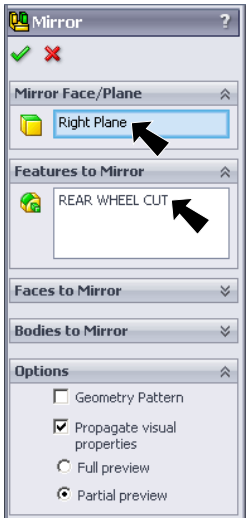
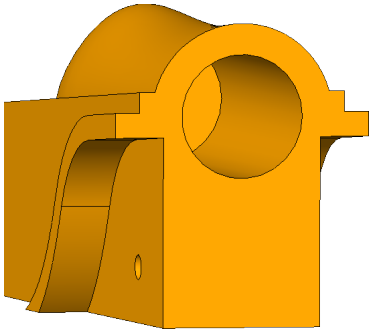

Fig. 124
Fig. 126
Step 3. In the Mirror Property Manager click OK , **Fig. 124** and **Fig. 126**.